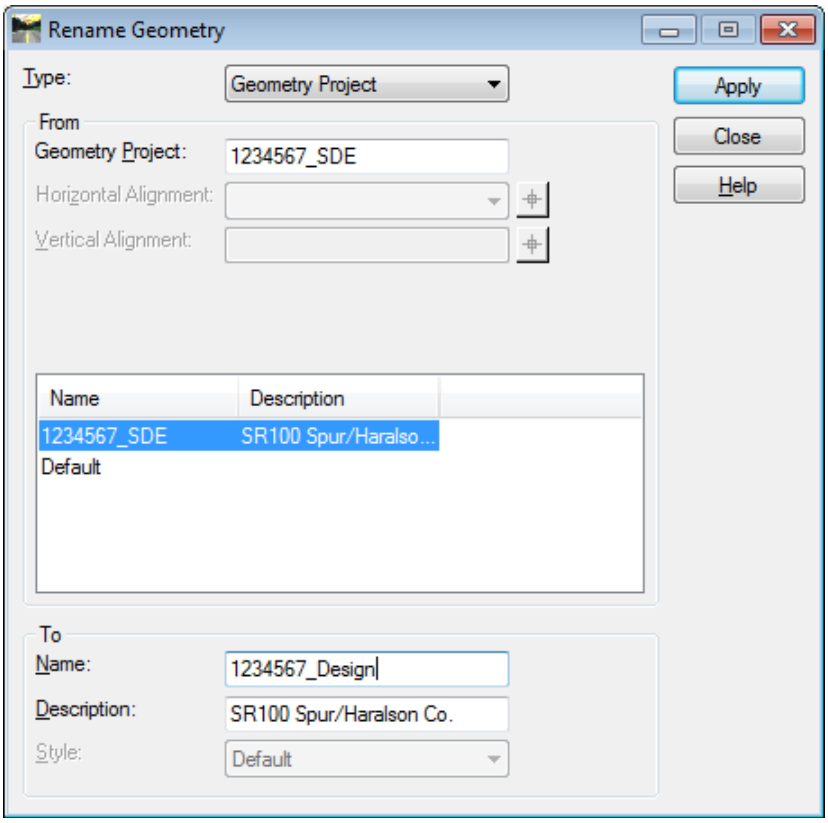

Figure L2-3 Rename Geometry
- In the **Rename Geometry** dialog make the entries as shown in *Figure L2-3*.